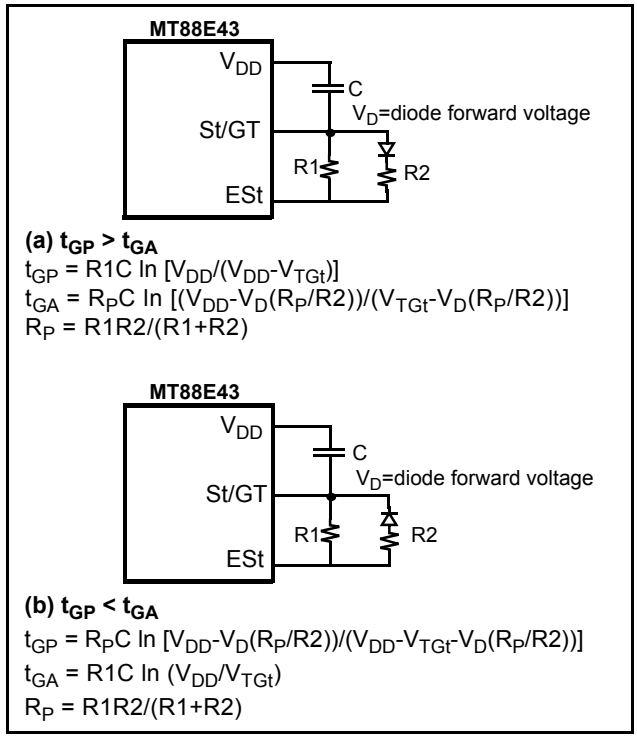
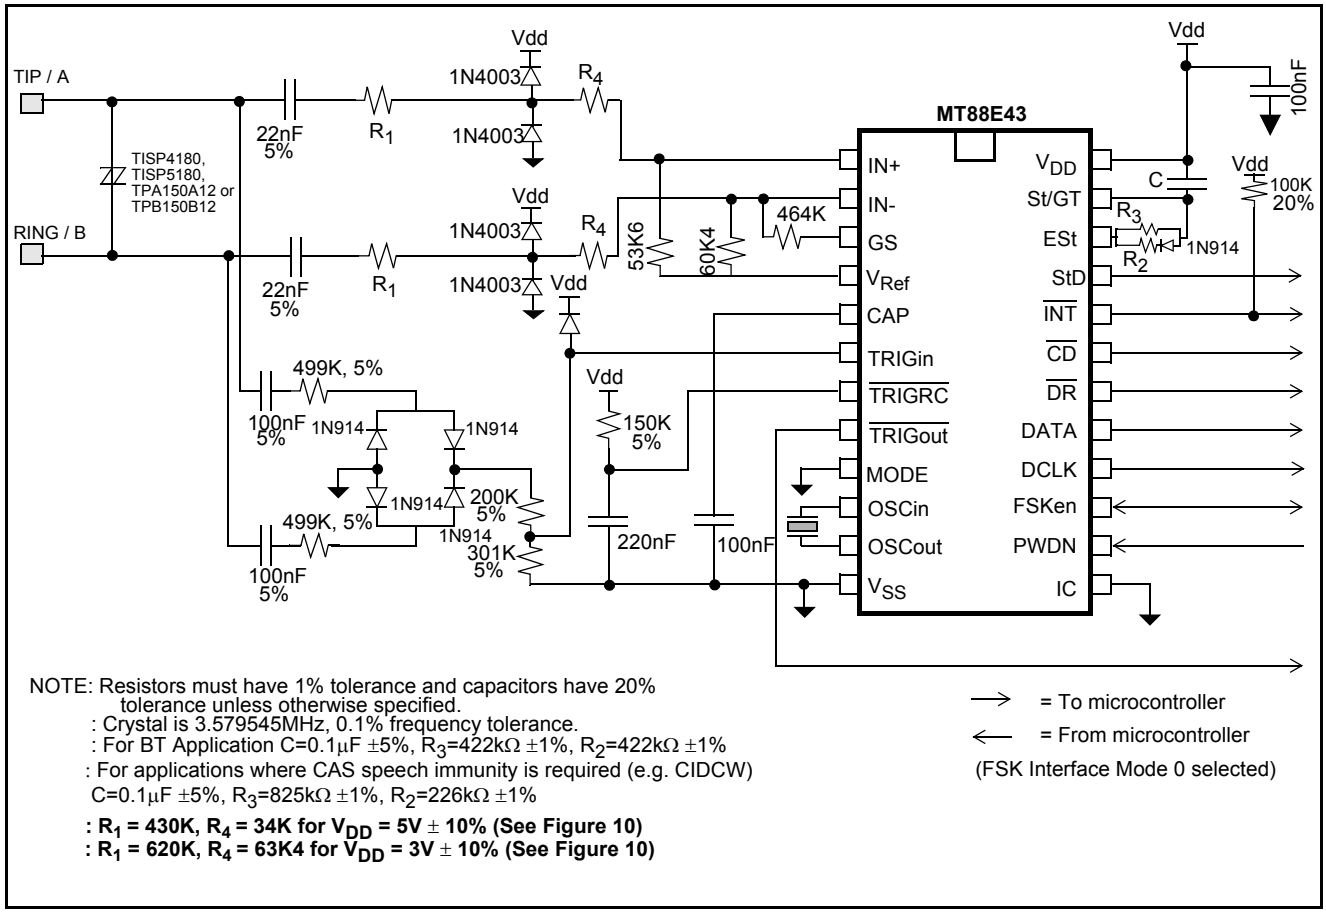
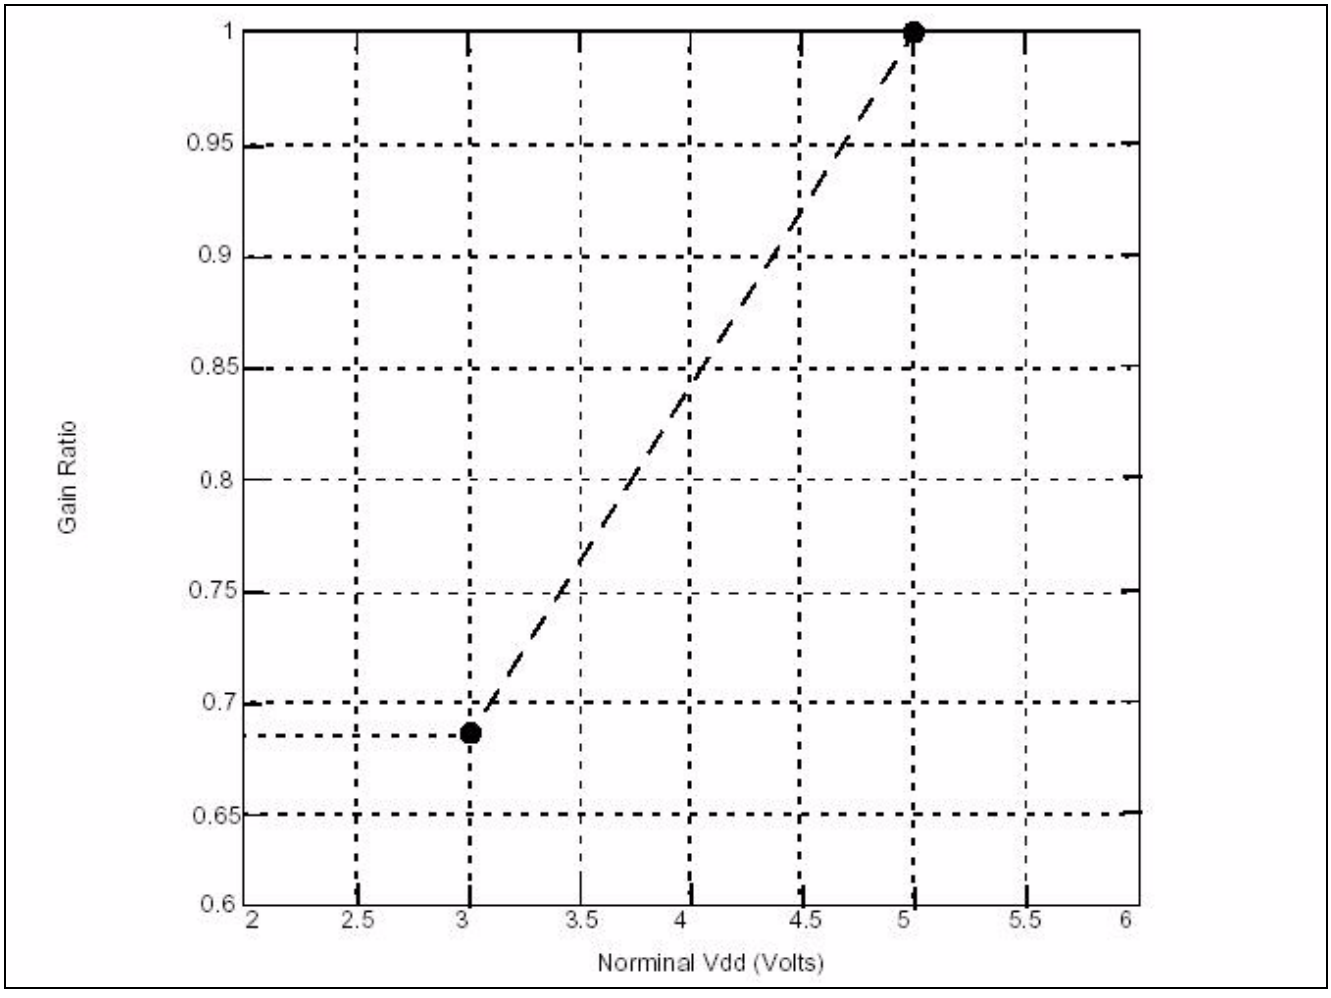

Figure 5 - Guard Time Circuits with Unequal Times
Figure 9 - Application Circuit
Figure 10 - Gain Ratio as a function of Nominal Vdd
BT specifies that the idle state tone alert signal recognition time should not be less than 20 ms when both tones are used for detection. That is, both tones must be detected together for at least 20 ms before the signal can be declared valid. This requirement can be met by setting the t_{GP} (refer to Figure 5) to at least 20 ms.
BT also specifies that the TE is required to apply a D.C. wetting pulse and an AC load 15-25 ms after the end of the alerting signal. If $t_{ABS}=t_{DA}+t_{GA}$ is 15 to 25 ms, the D.C. current wetting pulse and the A.C. load can both be applied at the falling edge of StD. The maximum t_{DA} is 8ms so t_{GA} should be 15-17 ms. Therefore, t_{GP} must be greater than t_{GA}. Figure 5(a) shows a possible implementation. The values in Figures 9 and 11 (R2=R3=422K, C=0.1μF) will meet the BT timing requirements.
The circuits shown in Figures 9 and 11 are application circuits for the MT88E43. As supply voltage (V_{DD}) is decreased, the threshold of the device's tone and FSK detectors will be reduced. Therefore, to meet the BT or Bellcore tone reject level requirements the gain of the internal opamp should be reduced according to the graph in Figure 10. For example when V_{DD}=5V (+/- 10%), R_1 should equal 430 kΩ and R_4 should equal 34 kΩ; and if V_{DD}=3V (+/- 10%) R_1 should equal 620 kΩ and R_4 should equal 63.4 kΩ. Resistors R_1 and R_4 are shown in Figures 9 and 11.
The circuit shown in Figure 9 illustrates the use of the MT88E43 in a proprietary system that doesn't need to meet FCC, DOC, and UL approvals. It should be noted that if glitches on the tip/ring interface are of sufficient amplitude, the circuit will falsely detect these signals as ringing or line reversal.
Note: In the application circuits shown in Figures 9 and 11, the Gain Ratio of MT88E43 opamp is
3. With gain setting as shown in Figure 10. Production tested at 3V ±10%, 5V ±10%.